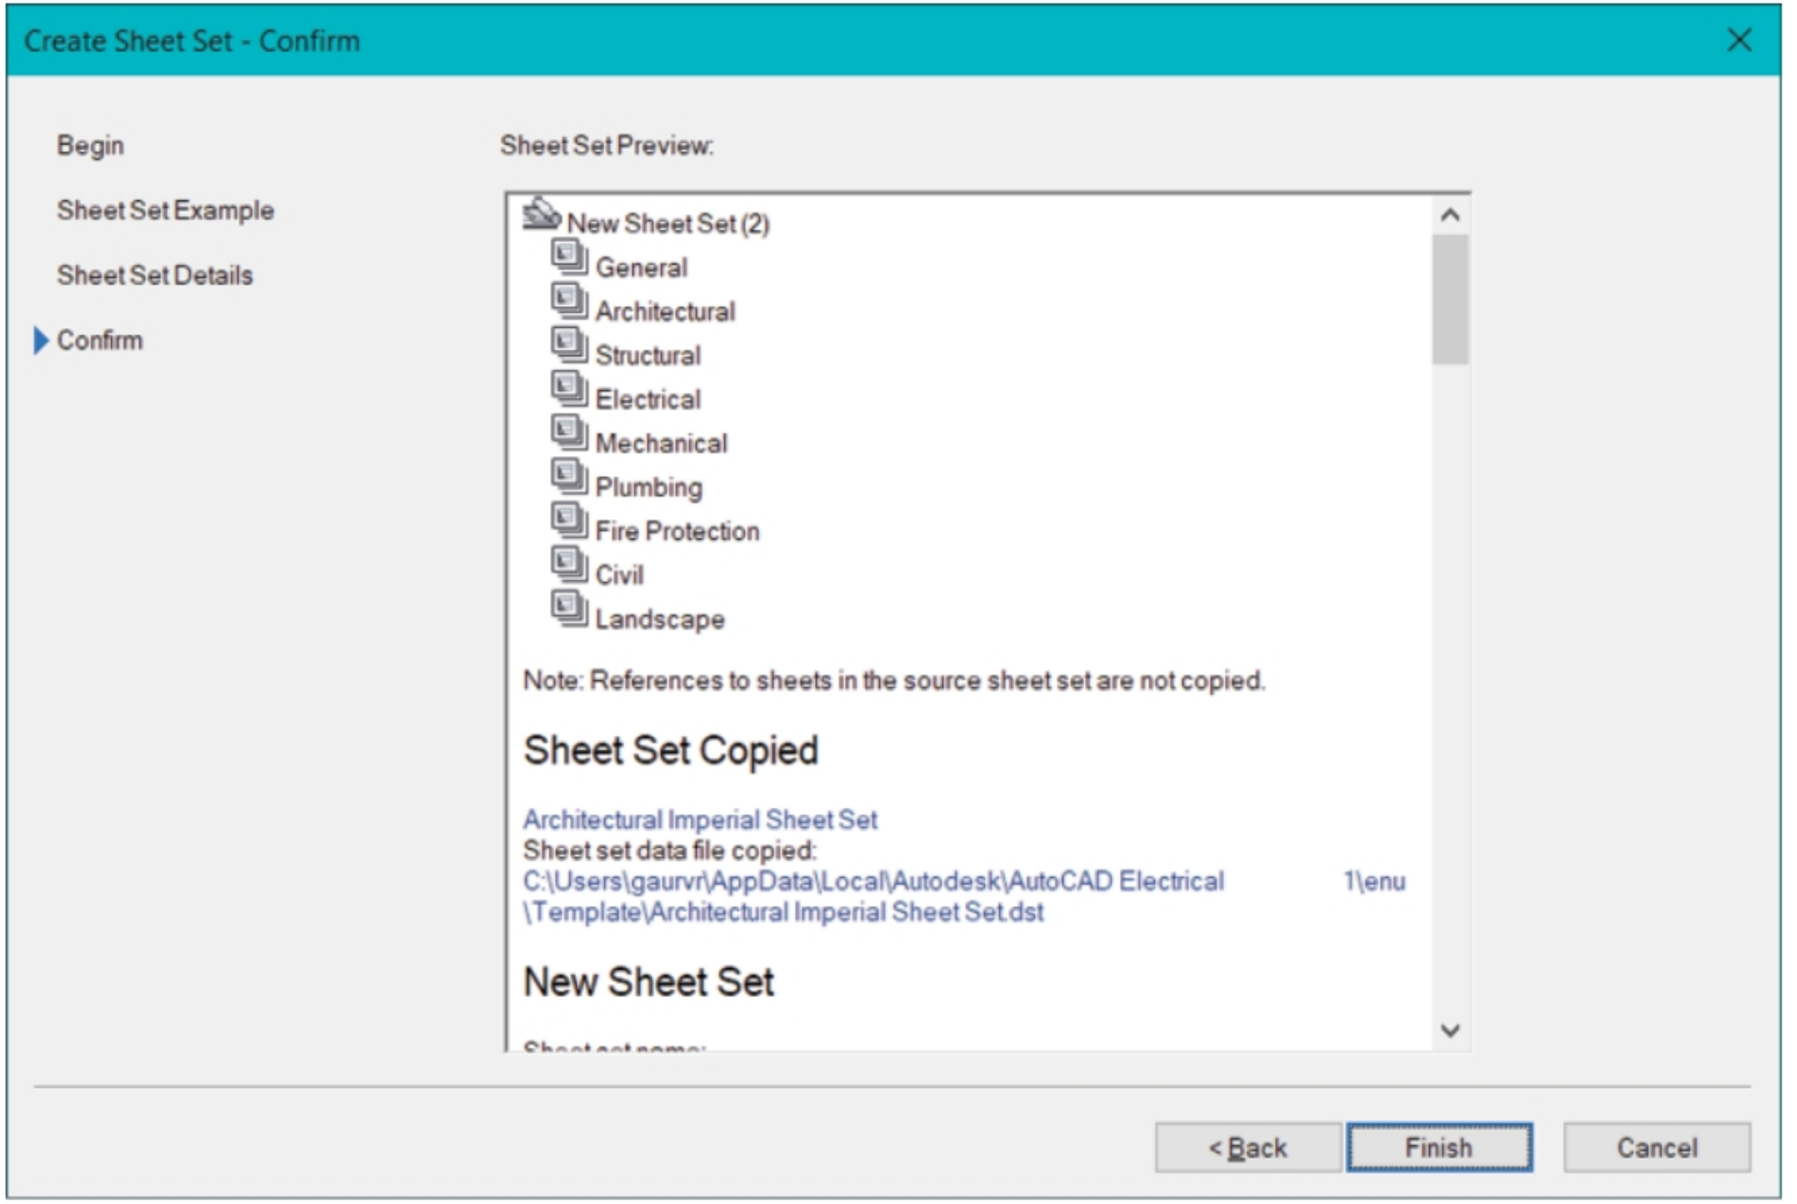

Figure-33. Confirm page of Create Sheet Set dialog box
- Click on the **Next** button from the page. The **Confirm** page will be displayed with the preview of all the properties set; refer to Figure-33.